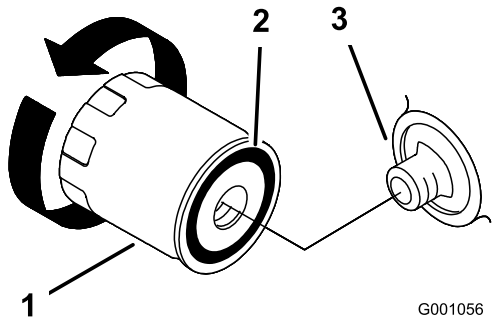

Figur 25
2. Fjern det gamle filter, og aftør filteradapterens pakningsoverflade (Figur 25).
3. Påfør gummipakningen på det nye filter et tyndt lag ny olie (Figur 25).
4. Monter det nye oliefilter i filteradapteren, drej oliefilteret med uret, indtil gummipakningen berører filteradapteren. Spænd dernæst filteret yderligere 2/3–1 omgang (Figur 25).